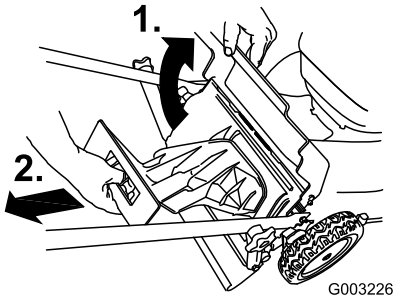

Figura 22
1. Alzate lo sportello posteriore e tenetelo alzato (Figura 22).
2. Togliete il coperchio di scarico posteriore (Figura 22).